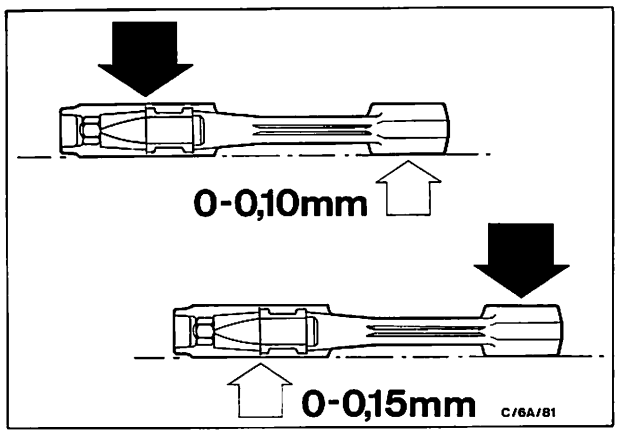

Abb. 291 Max. Abweichungen des Pleuels von der Flucht
2. Pleuel auf einer Richtplatte mit Hilfe einer Fühlerlehre vermessen. Maximale Abweichungen von der Flucht, siehe Abb. 291.